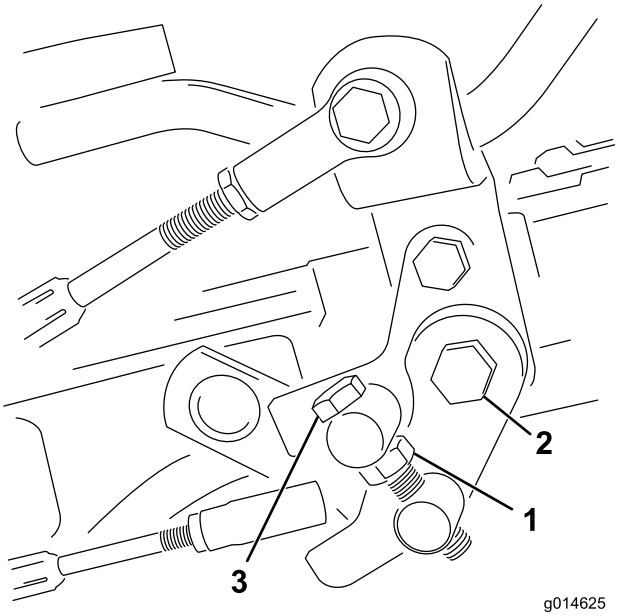

Figuur 48
1. Draai de contramoer op de draaitapbout los (Figuur 48).
4. Draai de contramoer op de draaitapbout en de moer op het scharnierpunt van het pedaal vast om de afstelling te vergrendelen (Figuur 48). Controleer de afstelling en stel nogmaals af indien dit nodig is.